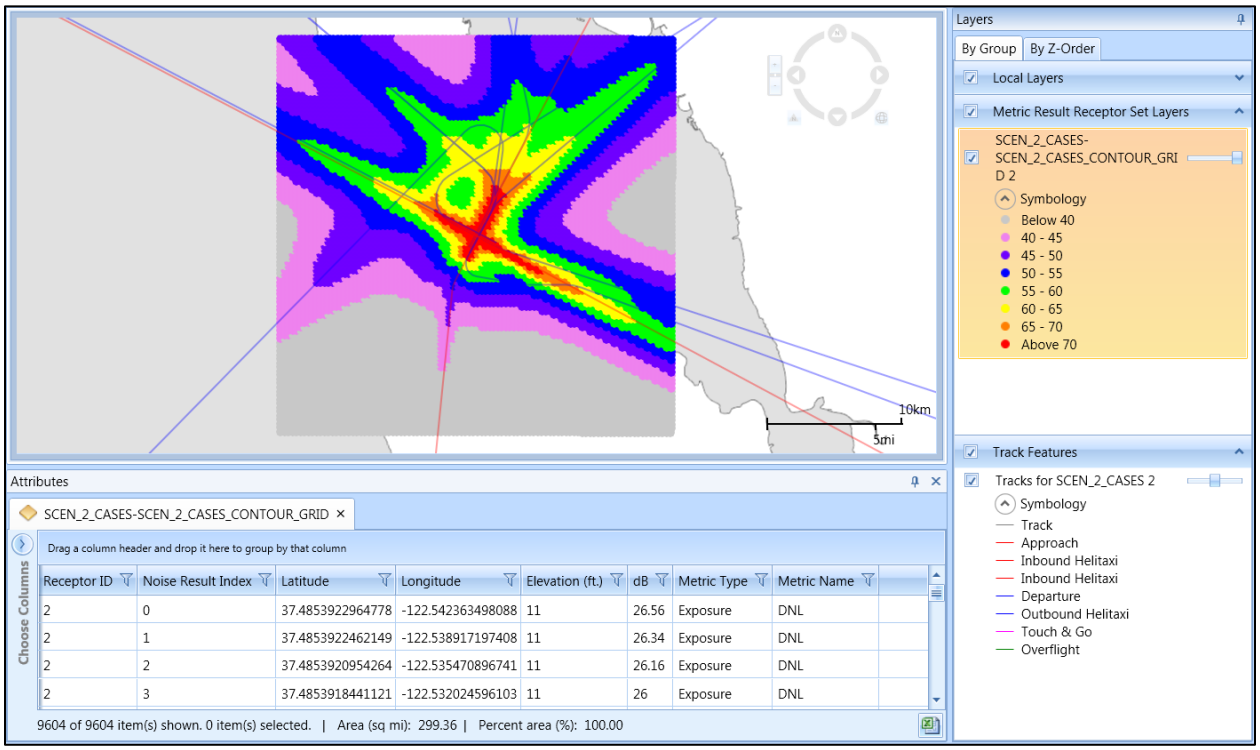

Figure 5-26 Sample Receptor Set Layer with Attributes – shown with Tracks
3. The receptor set layer is displayed on the map (Figure 5-26) and in the *Layers* manager.
The following attributes are available for all receptor set layers: receptor ID, noise result index, latitude, longitude, elevation, noise results (dB, Minutes, %, or Operation count), metric type, and metric name (Figure 5-26). See Appendix B.3 for descriptions of the attributes.